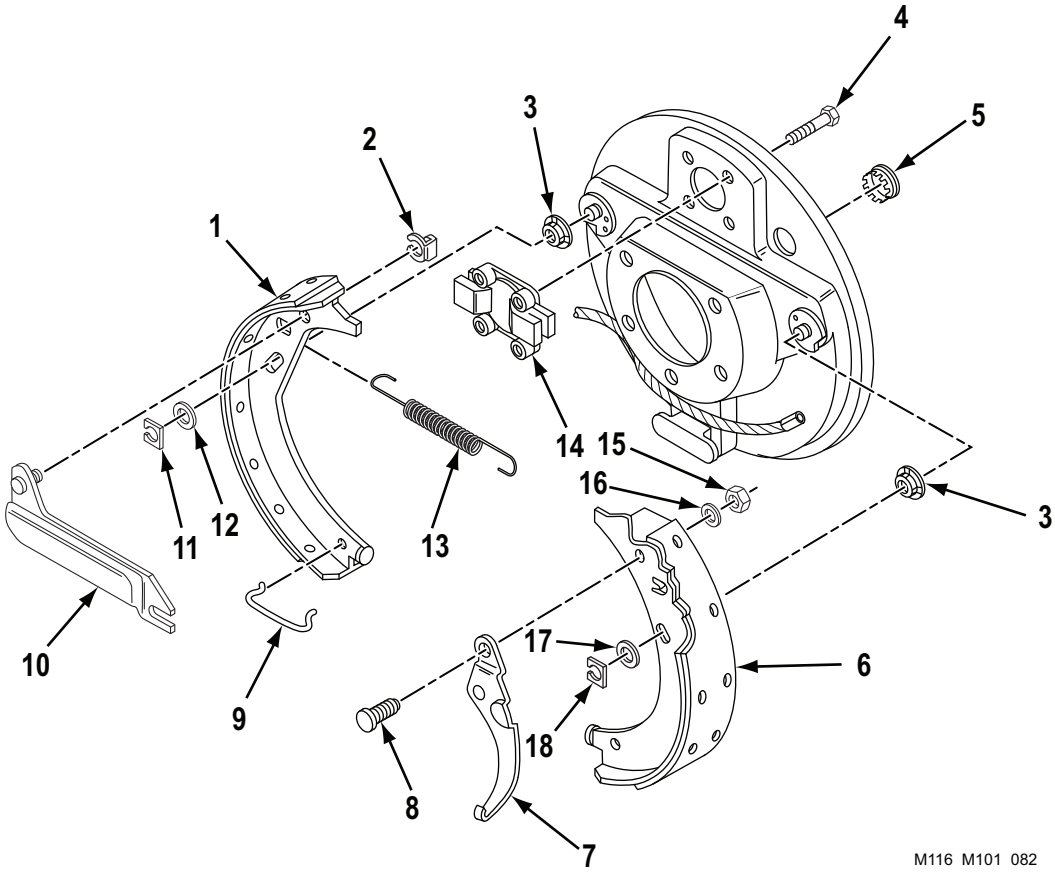

Figure 3. Service Brake Assembly.
1. Install two brake guide washers (Figure 3, Item 3).
2. Install brake guide (Figure 3, Item 14) and four cap screws (Figure 3, Item 4).
3. Install brake shoe (Figure 3, Item 6), washer (Figure 3, Item 17), and new clip (Figure 3, Item 18).
4. Install strut (Figure 3, Item 10) and new clip (Figure 3, Item 2).
5. Install brake shoe (Figure 3, Item 1), washer (Figure 3, Item 12), and new clip (Figure 3, Item 11).
6. Install brake lever (Figure 3, Item 7), pin (Figure 3, Item 8), washer (Figure 3, Item 16), nut (Figure 3, Item 15), and cap (Figure 3, Item 5).
7. Install two springs (Figure 3, Item 13) and spring clips (Figure 3, Item 9).